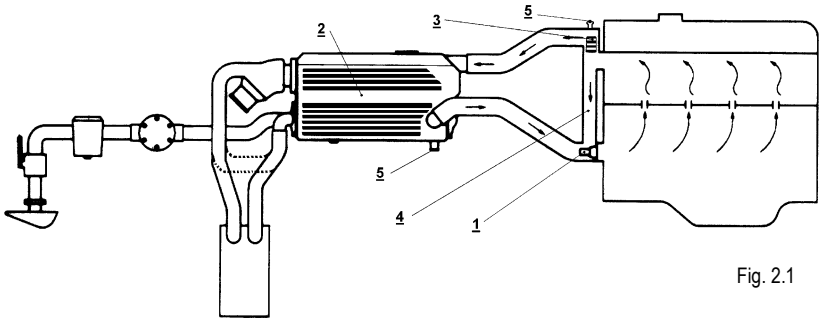

Fig. 2.1
2.2.1 CIRCUIT DE REFROIDISSEMENT (Fig. 2.1)